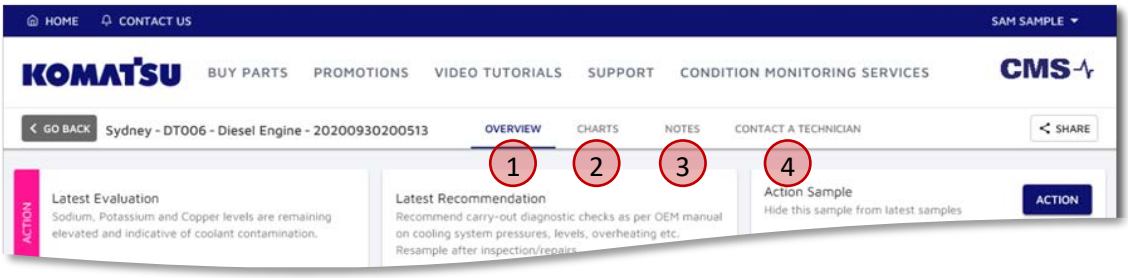

Figure 3.1 Sample Details Tab Headings
Once we've selected a sample into which we would like to view more details, we are presented with the sample details page. The sample detail page has 4 main tabs (Figure 3.1), which will be looked at in the following sections:
- Overview (①in Figure 3.1) – Section 3.1
- Charts (②in Figure 3.1) – Section 3.2
- Notes (③in Figure 3.1) – Section 3.3
- Contact a Technician (④ in Figure 3.1) – Section 3.4